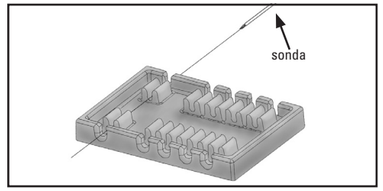
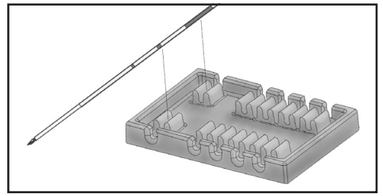

Figura 1
Figura 2
3. Collegare il distanziatore alla prima sonda facendovi scorrere la sonda (come mostrato nella Figura 1) oppure facendolo scattare in posizione sul corpo della sonda (come mostrato nella Figura 2).
4. Collegare la seconda sonda al distanziatore facendovi scorrere la sonda (come mostrato nella Figura 1) oppure facendolo scattare in posizione sul corpo della sonda (come mostrato nella Figura 2).